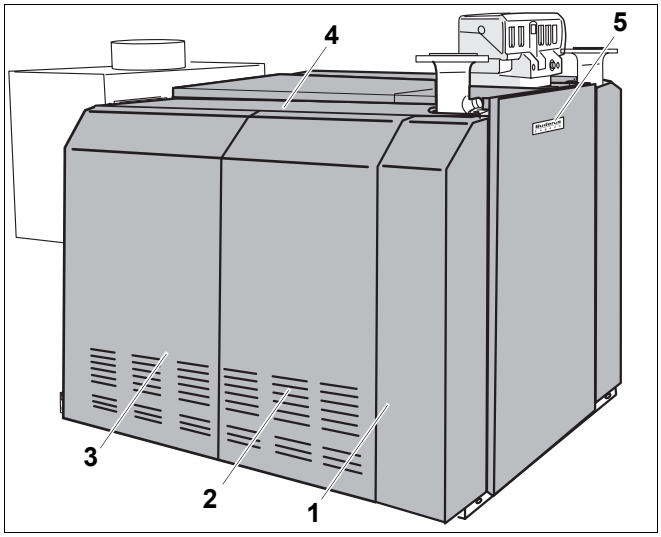

Rys. 74 Zmontowany kocioł Logano GE434
- Tylne ścianki boczne (rys. 74, **poz. 3**) i, jeżeli są, także środkowe ścianki boczne (rys. 74, **poz. 2**), należy zawiesić u góry na bocznych pokrywach kotła (rys. 74, **poz. 4**), a na dole przykręcić do cokołu wzdłużnego śrubami z łbem płaskim 3,9 x 9,5.
- Wyjąć tabliczkę znamionową kotła (Logano GE434) (rys. 74, **poz. 5**) z torebki "Dokumentacja techniczna" i umieścić na ściance przedniej.